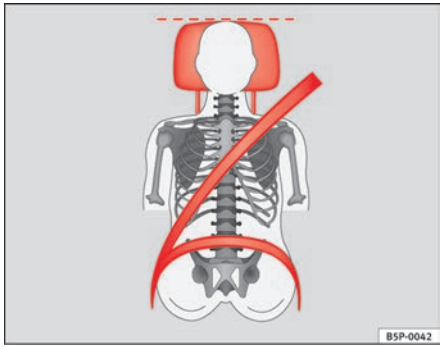
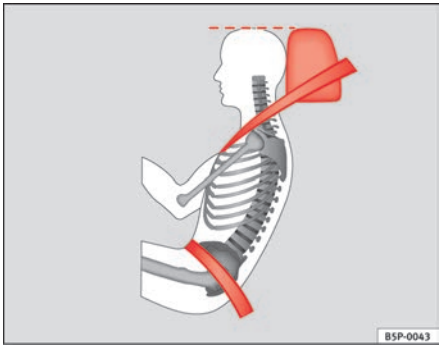

Fig. 90 Front view: head restraints and seat belts correctly adjusted
Fig. 91 Side view: head restraints and seat belts correctly adjusted
– Adjust the head restraint so that its upper edge is at the same level as the top of your head, or as close as possible to the same level as the top of your head and, at minimum, at eye level ⇒ fig. 90 and ⇒ fig. 91.